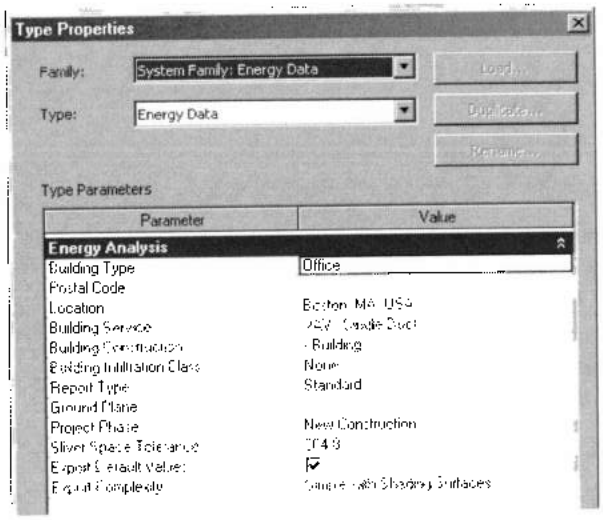

Рис. 38.4. *Настройка данных для проведения энергетического расчета*
2. В строке параметра **Energy Data** (Энергопотребление) кнопкой **Edit** (Изменить) открыть боке **Type Properties** (рис. 38.4) и установить в нем необходимые значения параметров (об этом ниже).
В состав энергетических данных здания входят (рис. 38.4):